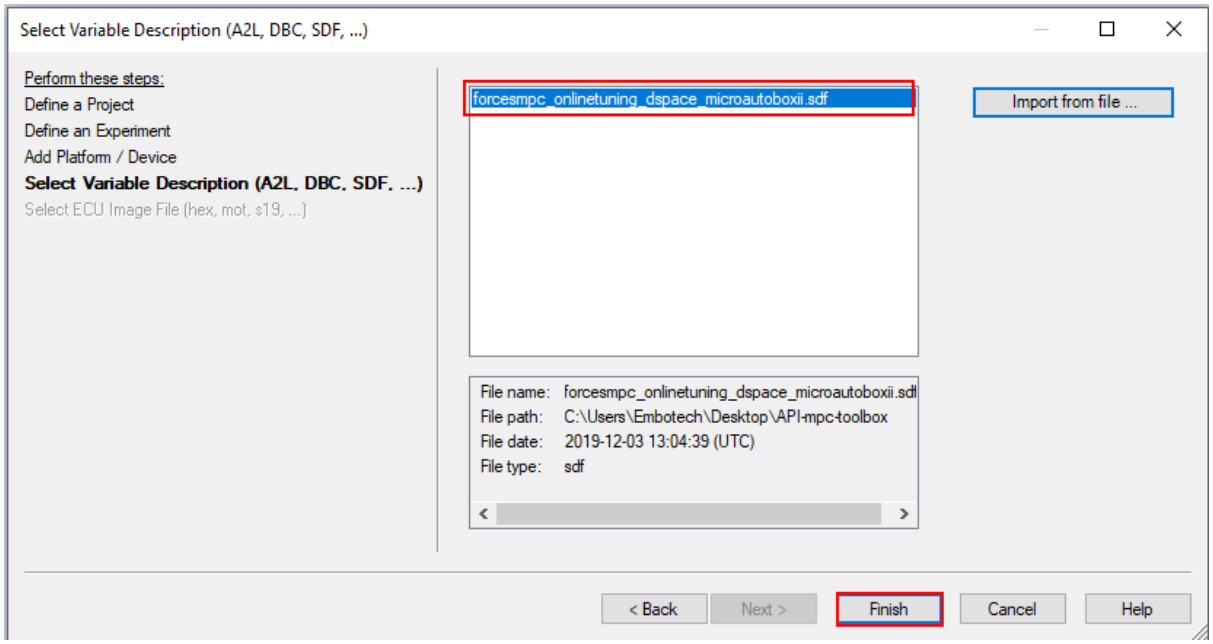

Figure 4.14: Click Finish to create the project
10) Click Finish to create the project (see Figure 4.14).